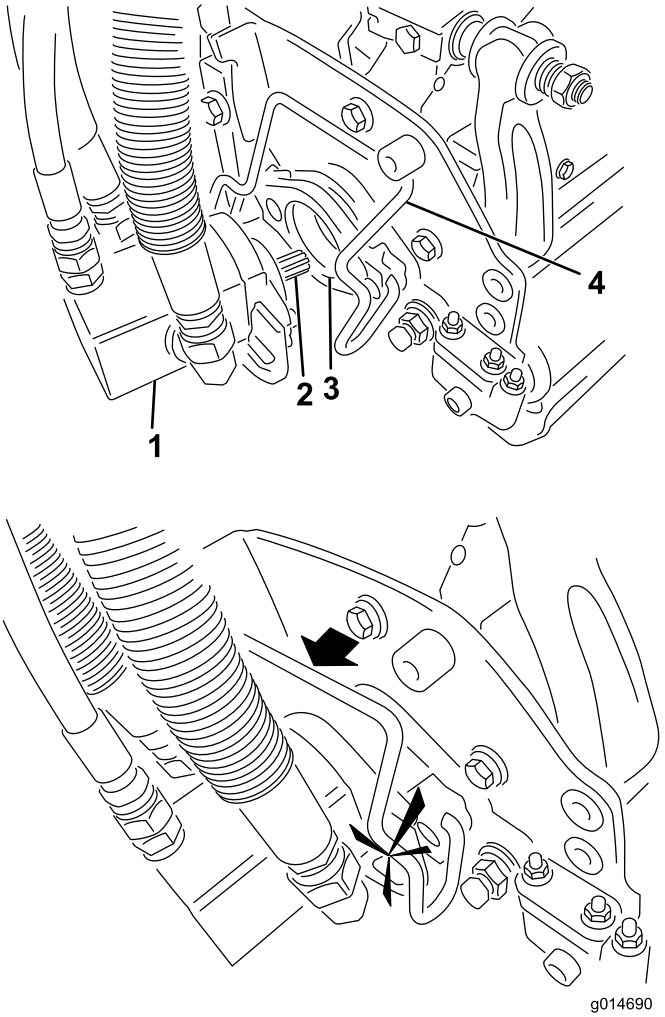

**Figur 14**
7. Dekk kileakselen i klippeenhetsmotoren med rent smørefett (Figur 14).
8. Sett motoren inn på klippeenhetens venstre side (fra brukerens synspunkt), og dra motorholdebøylen på klippeenheten mot motoren til du hører et "klikk" på begge sider av den (Figur 14).